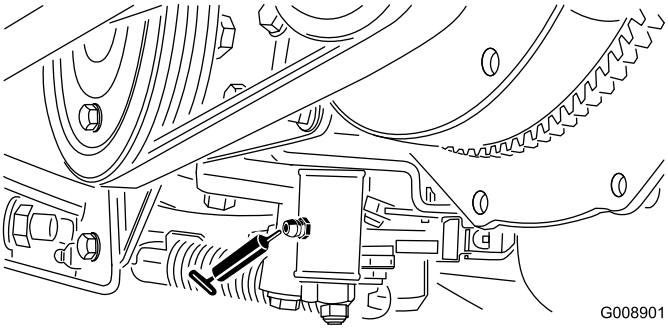

Figuur 57
- Afstelmechanisme neutraalstand (Figuur 57)